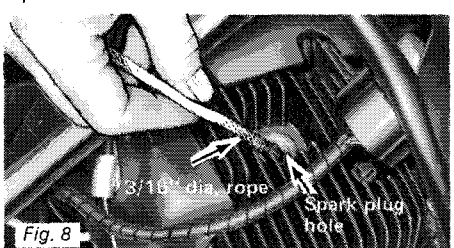

Fig. 8
- Accede by the spark plug hole and pack the cylinder with 3/16″ dia. rope (See Fig. 8).